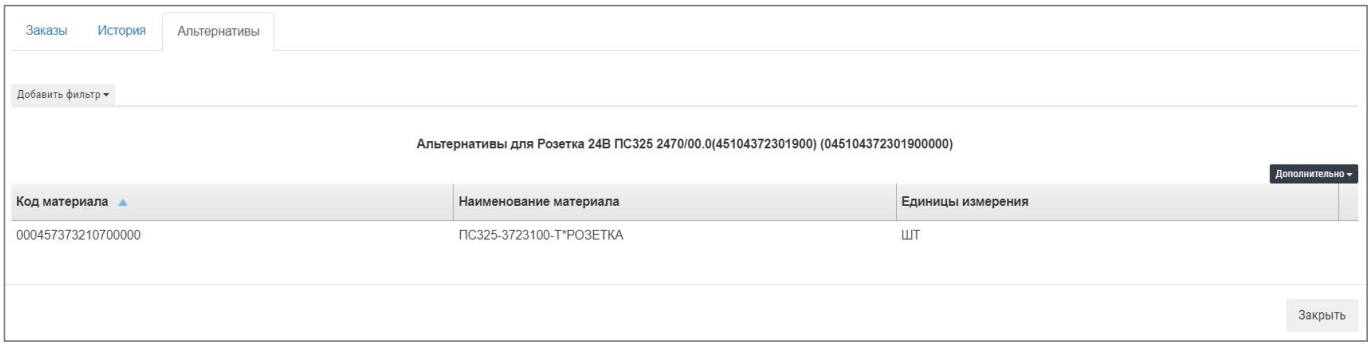

Рис. 96 – Аналитика по материалу, альтернативы
- «Альтернативы» – если у материала стоит галочка в колонке «Альтернативы» здесь приведен список альтернатив с наименованием и кодом, пример на Рис. 96.